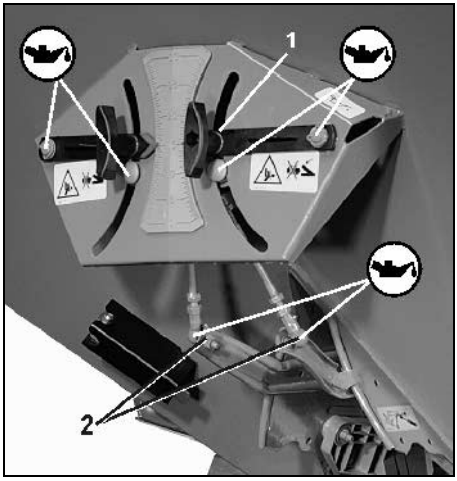

Rys. 51
Smarować także gwinty śrub zaciskających (Rys. 51/1) blokujących pozycję przekładni oraz ich podkładki, aby zacisk zawsze był technicznie sprawny.
- W regularnych odstępach czasu poluzować, **czyścić** i **smarować przeguby kuliste** (Rys. 51/2) drążków przestawiających.